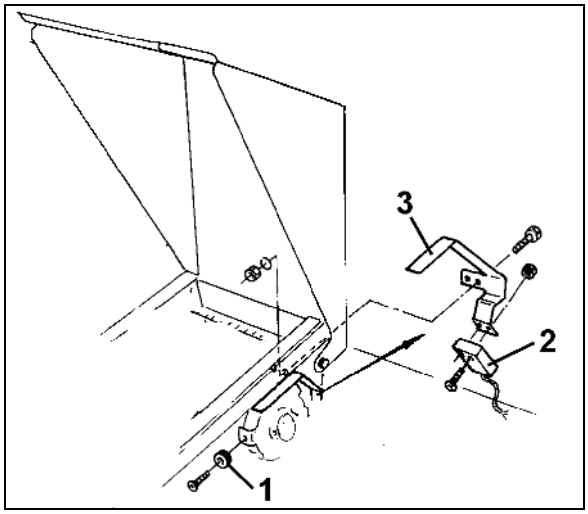

図 11
センサとマグネットは ED (図 11) でチェーンホイール調節ギアの入り口に固定します:
1. マグネット (図 11/1) をセルフタッピンねじ M4 x 10 でギアボックス入力軸のインパルスディスクにねじ固定します。
2. センサの固定のため、インパルスホルダ (図 11/3) を外し、その後ふたたびねじ固定してください。
3. センサ (図 11/2) をインパルスホルダ (図 11/3) にねじ固定します。